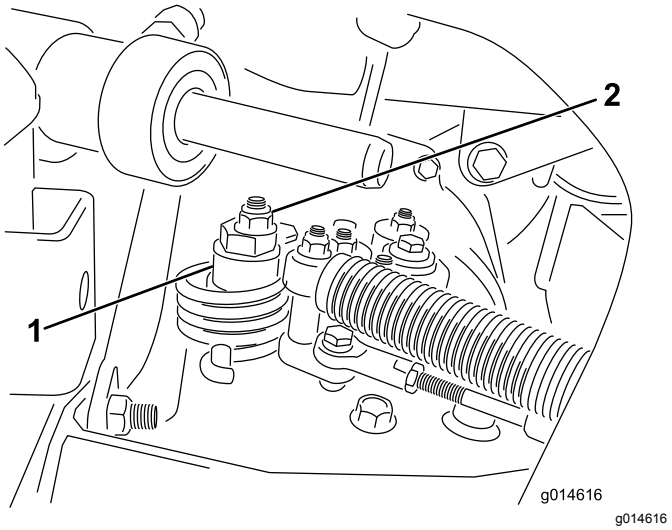

Figuur 44
A. Draai de moer los waarmee de excentriek is bevestigd aan de bovenkant van de hydrostaat (Figuur 44).
C. Draai aan de excentriek totdat de machine niet meer naar voren of naar achteren kruipt. Als het wielen niet meer draaien, zet u de moer vast waarmee de excentriek en de afstelling worden geborgd (Figuur 44). Controleer de instelling met de gashendel op LANGZAAM en op SNEL.